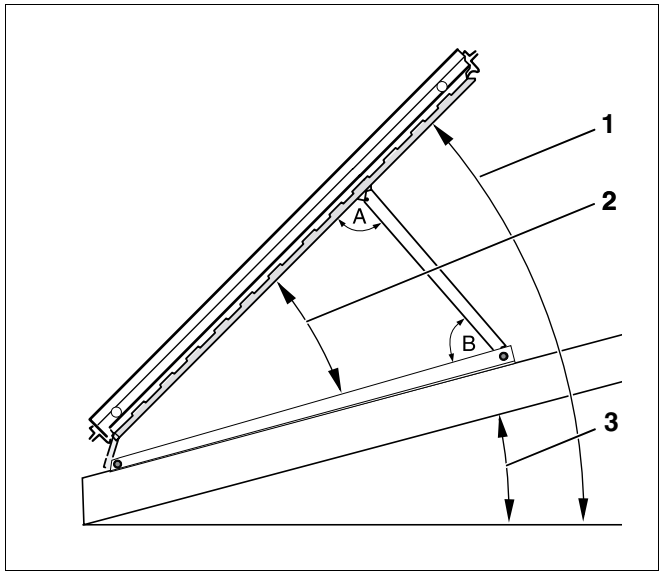

Afb. 8 Hellingshoek, dakhelling
De hellingshoek t.o.v. de horizontalen (afb. 8) moet bepaald worden in functie van de toepassing van de zonne-installatie.
- Let erop, dat de hoek tussen de steunen en de achterzijde van de collector (afb. 8, **hoek A**) evenals tussen de steunen en het T-profiel (afb. 8, **hoek B**) niet groter is dan 90°.